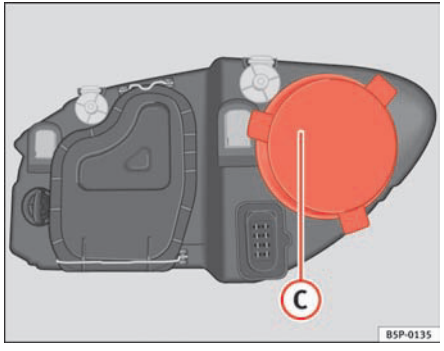

Fig. 159 Main beam headlights
– Remove the cover ⇒ fig. 159 (C) by pulling on this.